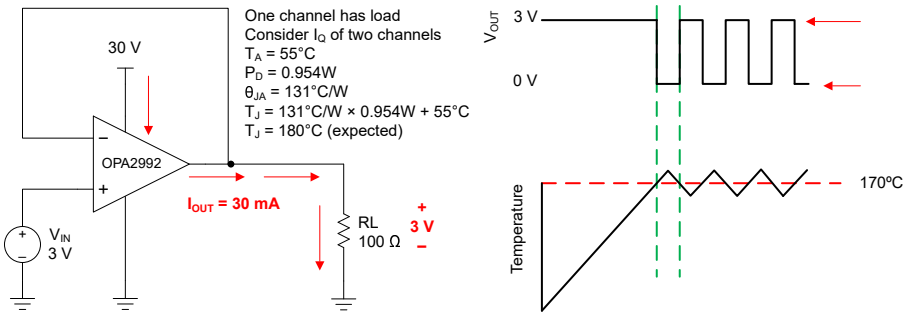

**図 6-4. 過熱保護動作**
あらゆるアンプは、内部消費電力によって内部 (接合部) の温度が上昇します。この現象を「自己発熱」と呼びます。OPAx992 の絶対最大接合部温度は 150℃です。この温度を超えると、デバイスが損傷します。OPAx992 には過熱保護機能があり、自己発熱による損傷を低減できます。この保護機能はデバイスの温度を監視し、温度が 170℃を超えるとオペアンプの出力ドライブをオフにします。OPA2992 の消費電力 (0.954W) のために自己発熱が大きくなるアプリケーションの例を、図 6-4 に示します。この例では、どちらのチャネルも静止消費電力を持ち、一方のチャネルには大きな負荷があります。熱に関する計算から、周囲温度が 55℃の場合、デバイスの接合部温度は 180℃に達することが示されます。しかし、実際のデバイスでは出力ドライブがオフになるので、接合部の温度は安全域に回復します。過熱保護時の回路の動作を、図 6-4 に示します。通常の動作では、デバイスはバッファとして動作し、出力は 3V になります。自己発熱によりデバイスの接合部温度が内部制限値を超えた場合、過熱保護機能によって出力が強制的に高インピーダンス状態になり、出力は抵抗 $R_L$ によってグランドにプルダウンされます。過剰な消費電力を引き起こした条件が解消されない場合、出力の障害が修正されるまで、アンプはシャットダウン状態とイネーブル状態をいったりきたりします。放熱性能は、選択したパッケージと PCB レイアウト設計によって大きく異なる場合があることに注意してください。この例では、SOIC (8) パッケージの放熱性能を使用しています。